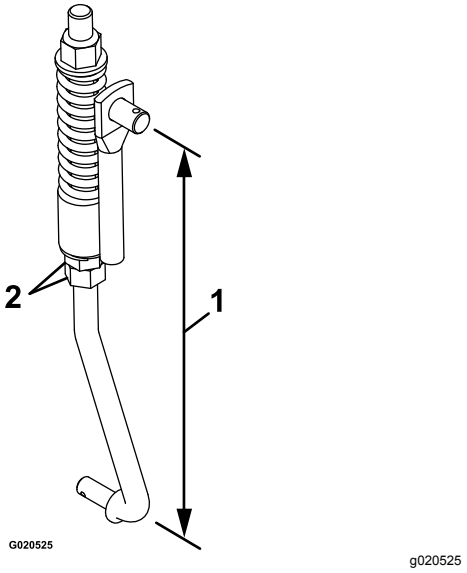

Figure 54
8. Réglez la longueur de la tringlerie à l'aide des 2 écrous situés au bas de l'ensemble ressort vertical (Figure 54).